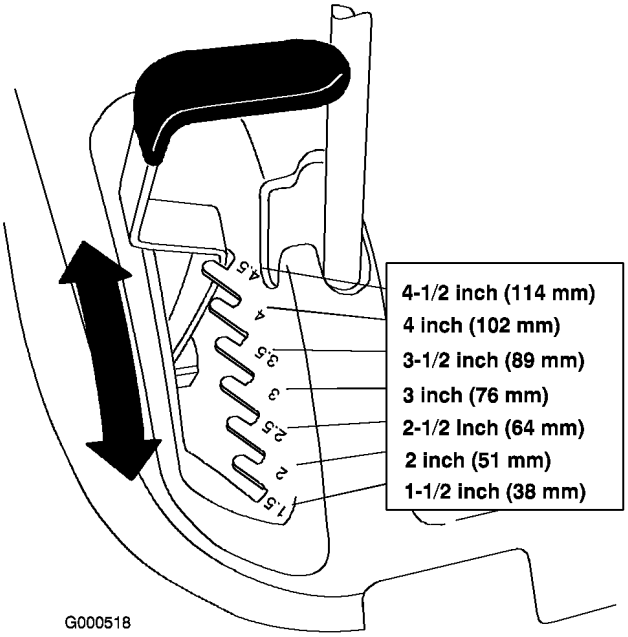

Figure 12
1. Relevez le levier de sélection de hauteur de coupe en position de transport (qui correspond aussi à la hauteur de coupe de 114 mm) (Figure 12).
2. Pour régler la hauteur de coupe, tirez sur le levier de hauteur de coupe et sélectionnez la position souhaitée (Figure 12).